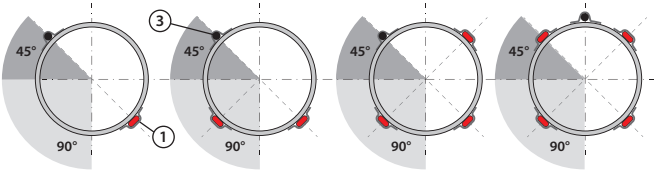

图 2
5. 笔直的线路和传感器必须如图 2 所示安装。弯曲的线路则如图所示，每隔约 1 米用铝带缠住。